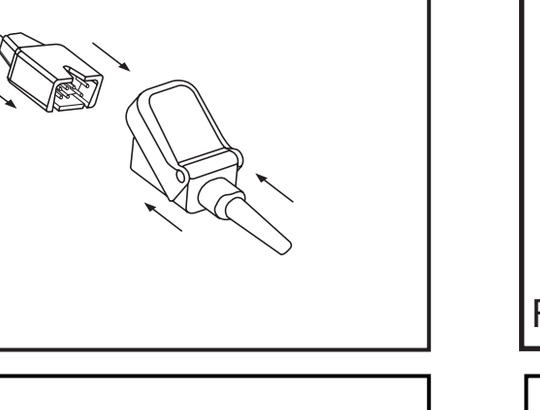

Fig. 6a
- Los adhesivos que se incluyen con los sensores LNCS Inf, Neo y NeoPT (fig. 6a) son adhesivos bifaz que se utilizan cuando el adhesivo que cubre los componentes ópticos pierde su pegajosidad.